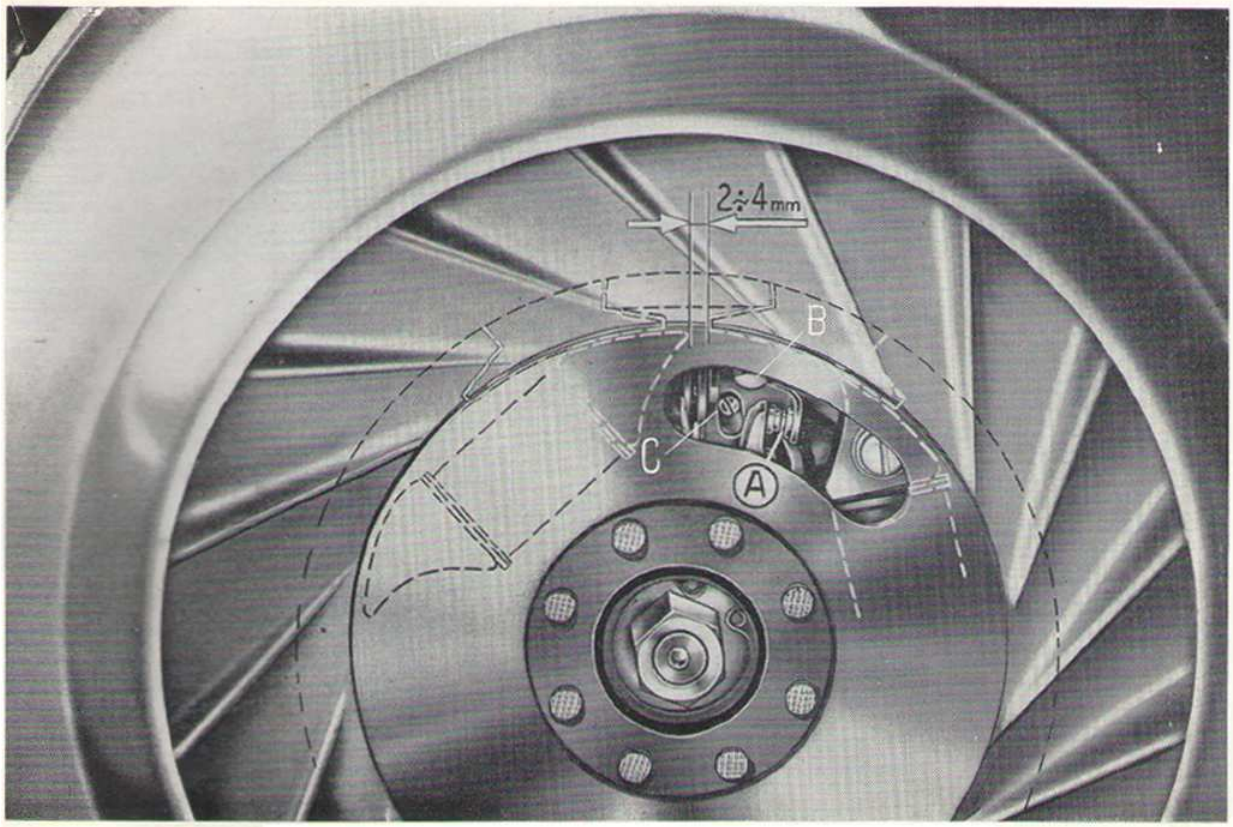

Fig. 16 - Operazioni per il controllo della "fasatura magnetica" del volano.
3) - Pulire, e se necessario registare, le puntine platinate del ruttore (fig. 16). Per evitare inconvenienti o irregolarità all'accensione, si consiglia **far eseguire questa operazione dalle Stazioni di Servizio.**